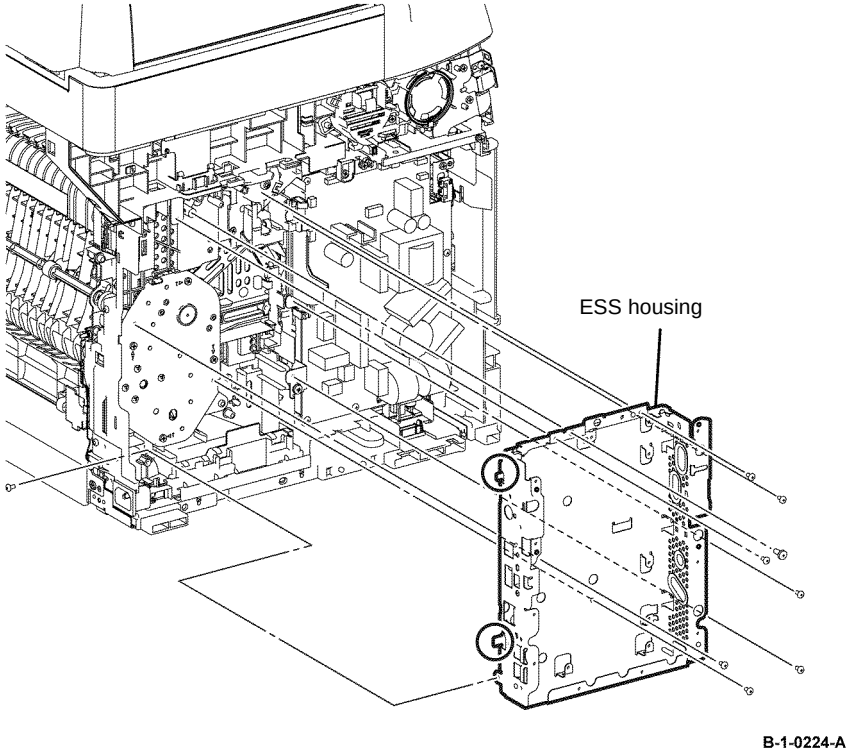

Figure 1 ESS housing removal
9. Remove six screws (silver, M3, 6mm), one screw (silver, tapping, M4, 10mm), one screw (sliver, M4, 8mm) and one screw (silver, tapping, 10mm), that fix the ESS housing. Release the two tabs from the frame, then remove the ESS housing from the printer, Figure 1.